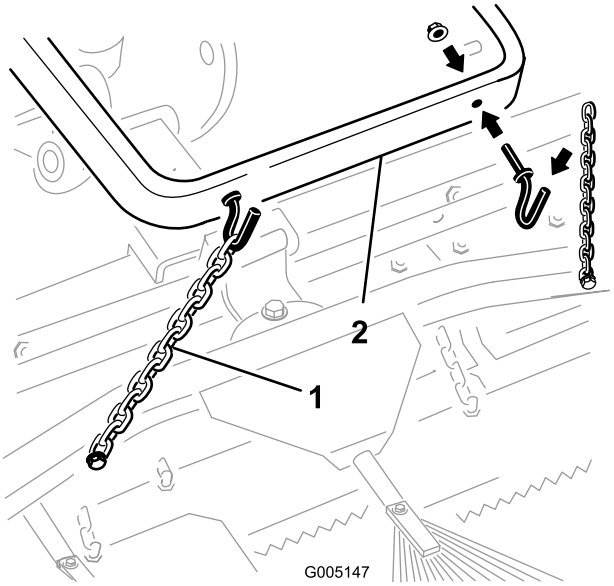
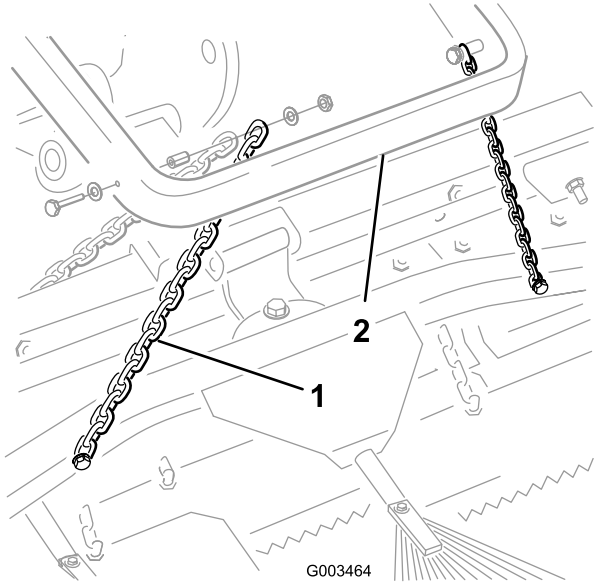

Figura 10
Figura 11
A. Desenganche o desconecte las cadenas de transporte del brazo de elevación según se muestra en Figura 10 o Figura 11.